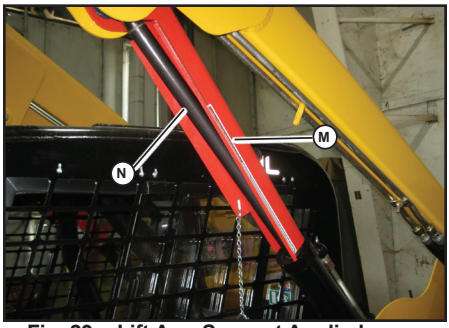

Fig. 29 - Lift Arm Support Applied
b. Position the lift arm support (M, Fig. 29) over the lift arm cylinder rod (N, Fig. 29).
9. Start the machine and lower the lift arm against lift arm support (M). Verify that lift arm support (M) is properly positioned as shown in Fig. 29.
a. Remove lift arm support (M, Fig. 29) from the cylinder rod.